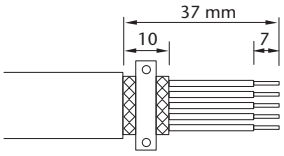

fig. 4
1. Pele el extremo del cable CAN-Bus (381 954) (fig. 4).